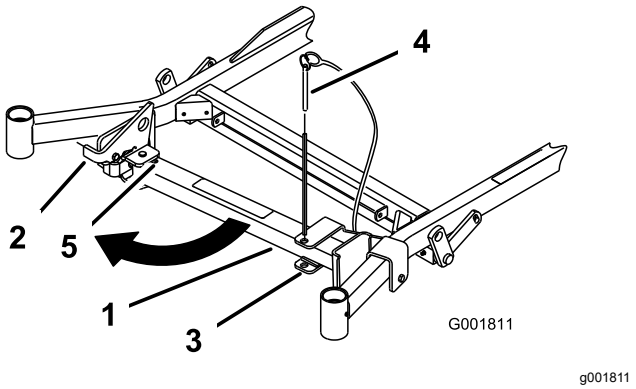
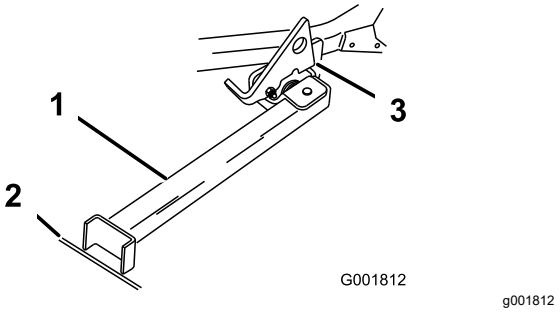

Rysunek 42
Rysunek 43
2. Usuń sworzeń wspornika (Rysunek 42).
4. Obróć stopę podpory z przodu i przesuń ją w kierunku maszyny, w dół szczeliny (Rysunek 42 oraz Rysunek 43).
5. Ustaw stopę podpory na ziemi i oprzyj zaczep na występie osi przegubu (Rysunek 43).
Informacja: W celu uzyskania najlepszych wyników umieść stopę podpory w łączeniu chodnika lub w darni (Rysunek 43).
7. Wjedź maszyną na podporę. Zatrzymaj się, gdy zaczep wpadnie na występ i zablokuje się (Rysunek 43).
5. Ustaw podporę w położeniu spoczynkowym (Rysunek 42).